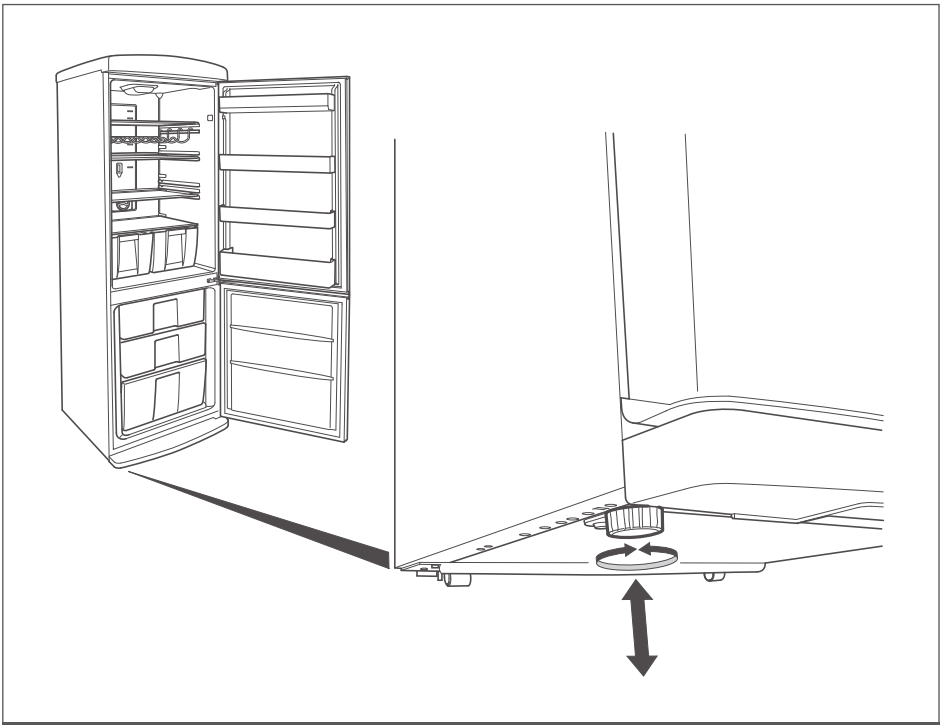

Figure 4
1. To increase the height of the Fridge Freezer, turn the feet clockwise (Figure 4).
2. To decrease the height of the Fridge Freezer, turn the feet anti-clockwise (Figure 4).